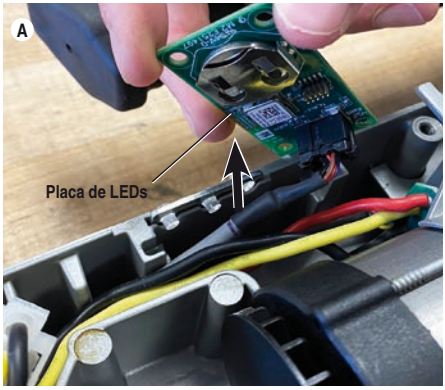
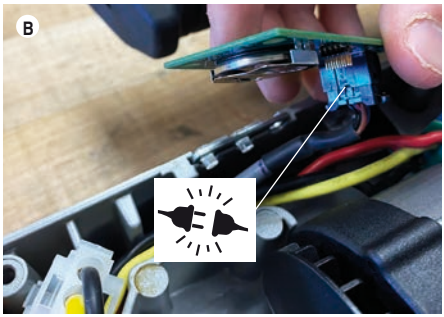

**Figura 3A – Elevação da placa de LEDs**
**Figura 3B – Libertação da placa de LEDs**
3. Levante a placa de LEDs, figura 3a, desligue o conector, *figura 3B*, e remova a placa de LEDs.